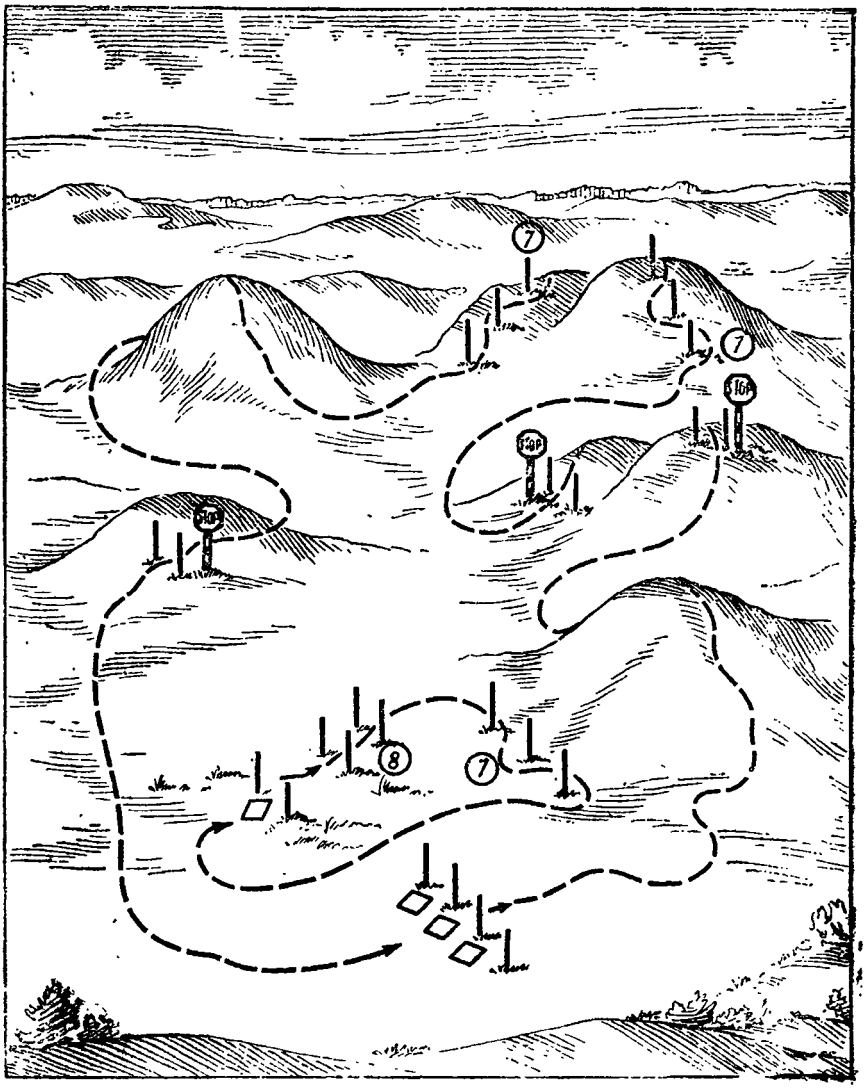

Рис. 2. Примерная схема маршрута по подготовительному упражнению № 2
Упражнение выполняется днем на местности, характерной для дислокации войск, по маршруту протяженностью 4—5 км (рис. 2), включающему подъемы, спуски и косогоры крутизной не менее 7°, и протяженностью не менее 30 м каждый, которые оборудуются указателями со знаком STOP и ограничителями, обозначающими поворот между столбами (7).